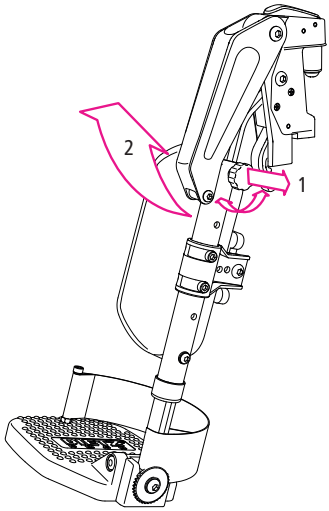

afb. 40
1. Draai hiervoor de draaiknop zover los dat de boutkop makkelijk kan worden verwijderd (1, afb. 40) en de vergrendeling wordt opgeheven.